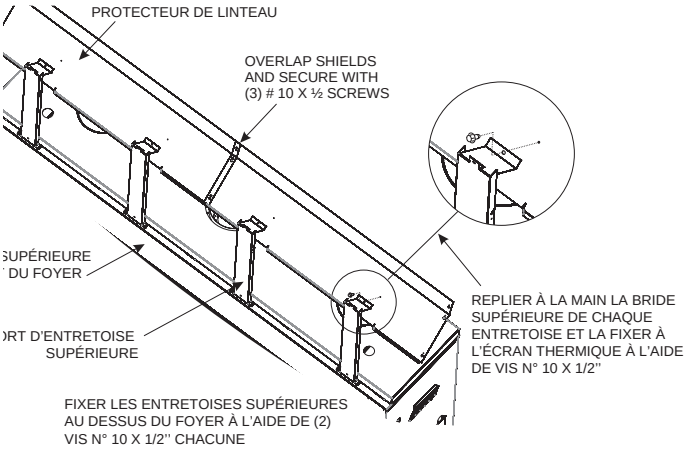
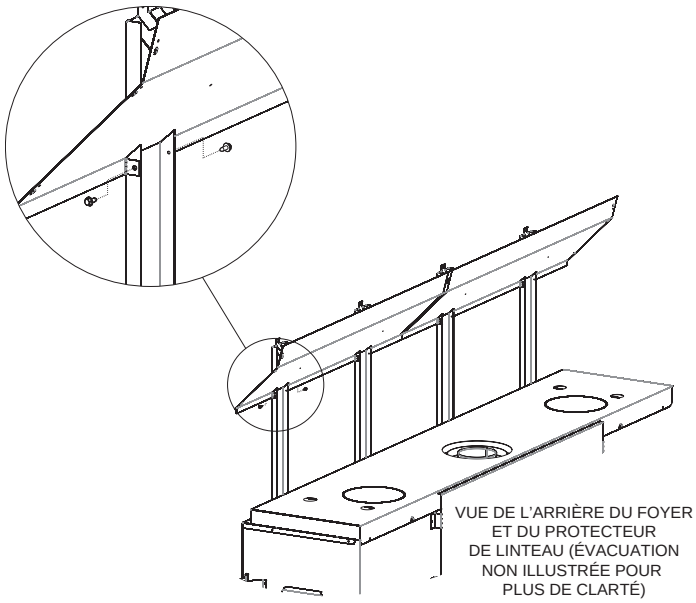

Figure 26
Figure 27
2. Installez un premier déflecteur de chaleur avec écarteur au-dessus du foyer et sur le linteau. **Voir la figure 26.** Installez le deuxième déflecteur de chaleur avec écarteur au-dessus du foyer et sur le linteau. **Voir la figure 27.** Ensuite, joignez les extrémités chevauchantes des deux déflecteurs de chaleur et fixez-les ensemble à l'aide des trois vis à tête hexagonale de 1/2 po (12,7 mm) à filetage 10 fournies.